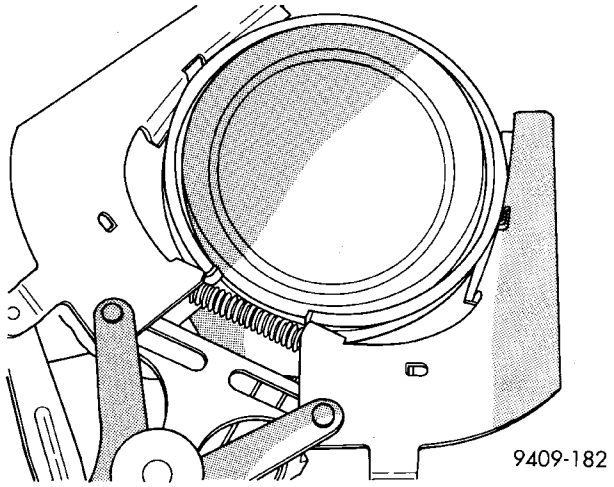

Fig. 80 Aros de pistón—Desmontaje e instalación
(1) La marca de identificación de la superficie de los aros de pistón superior e intermedio debe apuntar hacia la corona de pistón.
(2) Con un expansor de aro adecuado, retire los aros de pistón superior e intermedio (Fig. 80).